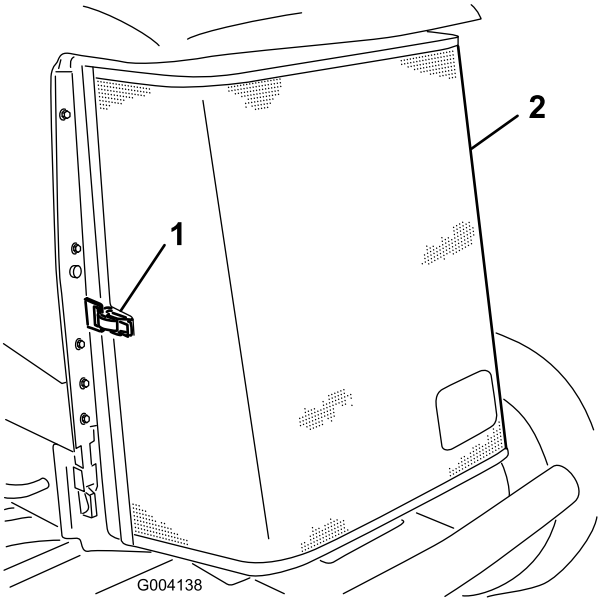

Figur 61
3. Lås klemmen op, og drej kølergitteret for at åbne det (Figur 61).